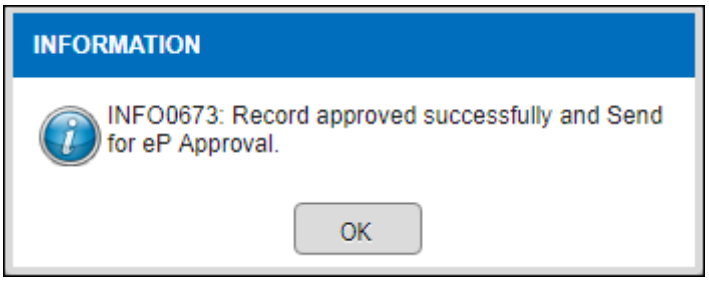

Figure 3.11-7 Alert Messages
- *Click on the* OK *button to confirm approved and send for eP Approval update data as shown in Figure 3.11-7.*